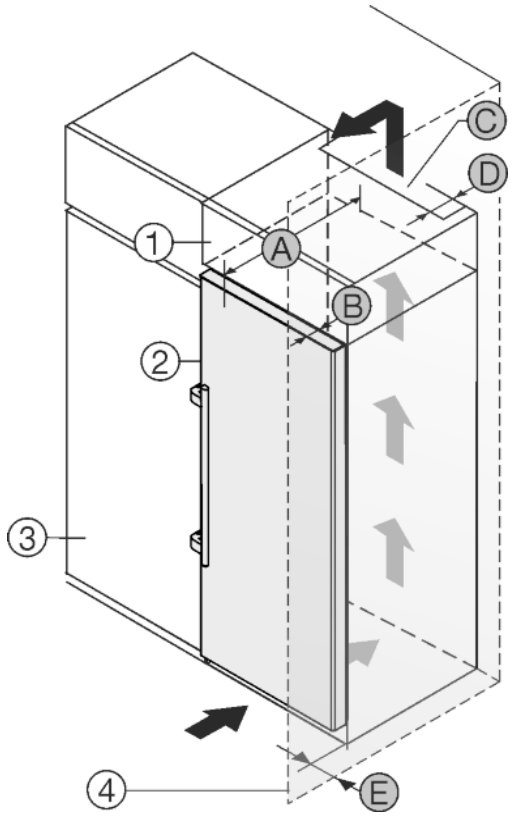

Fig. 22
Het apparaat kan in keukenkasten worden ingebouwd. Om het apparaat *Fig. 22 (2)* aan de hoogte van het keukenblok aan te passen, kan boven het apparaat een opzetkast *Fig. 22 (1)* worden aangebracht.
Het apparaat kan direct naast de keukenkast *Fig. 22 (3)* worden geplaatst. Om de deuren volledig te kunnen openen, moet het apparaat overeenkomstig de diepte *Fig. 22 (B)* t.o.v. het keukenkastfront uitsteken. Afhankelijk van de diepte van de keukenkast en het gebruik van de wandafstandshouders kan het apparaat verder uitsteken.
- Aan de achterzijde van de opzetkast moet een luchtafvoerkanaal met de diepte *Fig. 22 (D)* over de volledige breedte van de opzetkast aanwezig zijn.
- Onder het plafond moet de ventilatiedoorsnede *Fig. 22 (C)* worden aangehouden.
Wanneer het apparaat met de scharnieren naast een wand *Fig. 22 (4)* wordt geplaatst, moet de afstand *Fig. 22 (E)* tussen apparaat en wand worden aangehouden. Dit komt overeen met de uitsteekmaat van de handgreep bij geopende deur.